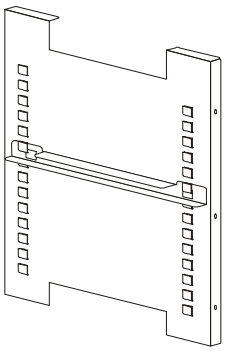

Figure 1-11
4. Figure 1-11 shows one of the channels installed on the right shelf support.